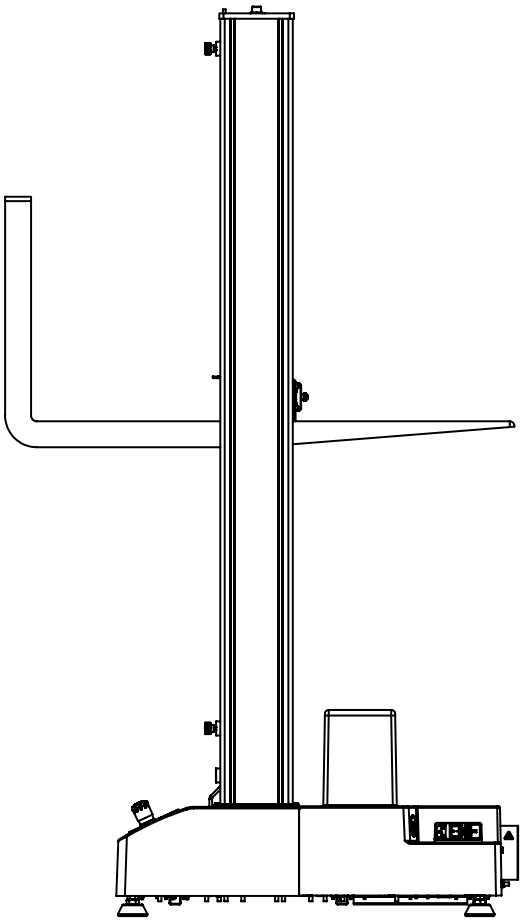

图 10. 将机架从横梁提起
2. 使用具有衬垫叉的铲车，或在横梁周围包裹保护性材料，小心地将铲叉插入立柱间的横梁下。请参阅第 55 页图 10。